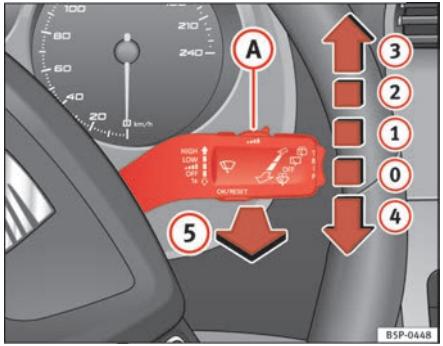

Fig. 84 Windscreen wiper and windscreen wash lever
The windscreen wiper lever ⇒ fig. 84 has the following positions:
- The next speed down will automatically be selected if wiper speed (2) ⇒ page 123, fig. 84 or (3) is selected when the vehicle stops. The set speed will be resumed when the vehicle starts again